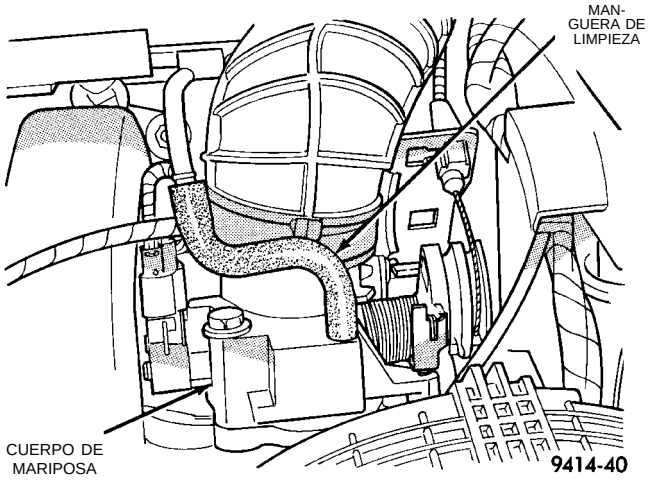

Fig. 83 Manguera de limpieza
(3) Desconecte la manguera de limpieza del racor del cuerpo de mariposa (Fig. 83).